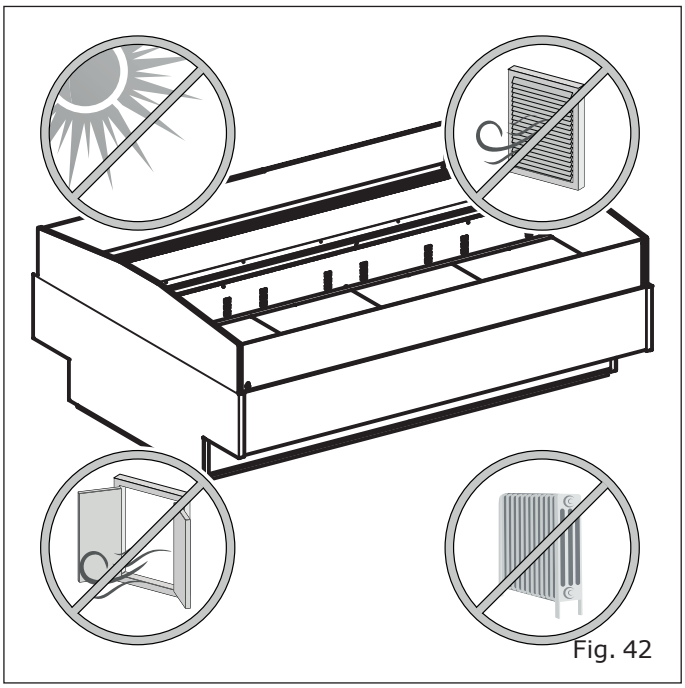

Fig. 42
- Loin de toute source de chaleur, rayons directs du soleil, portes, fenêtres, ventilateurs et bouches d'aération ("Fig. 42").